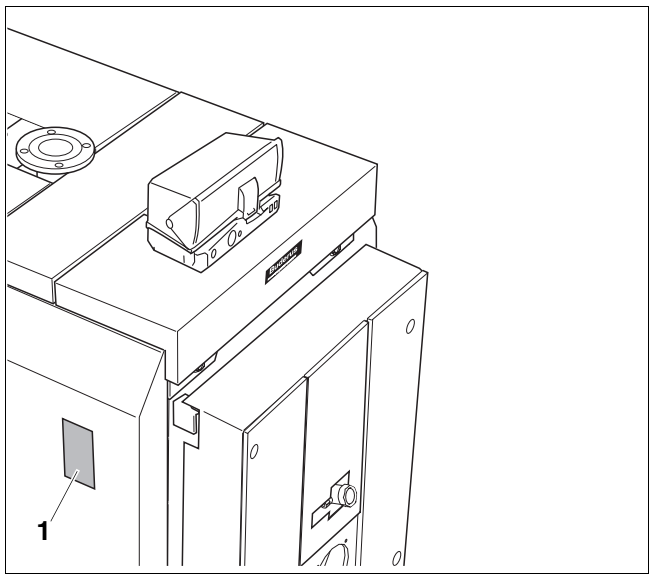

Fig. 45 Applicare la targhetta dati
- Fissare la targhetta dati (fig. 45, **pos. 1**) sul pannello laterale destro o su quello sinistro a seconda delle esigenze di installazione.